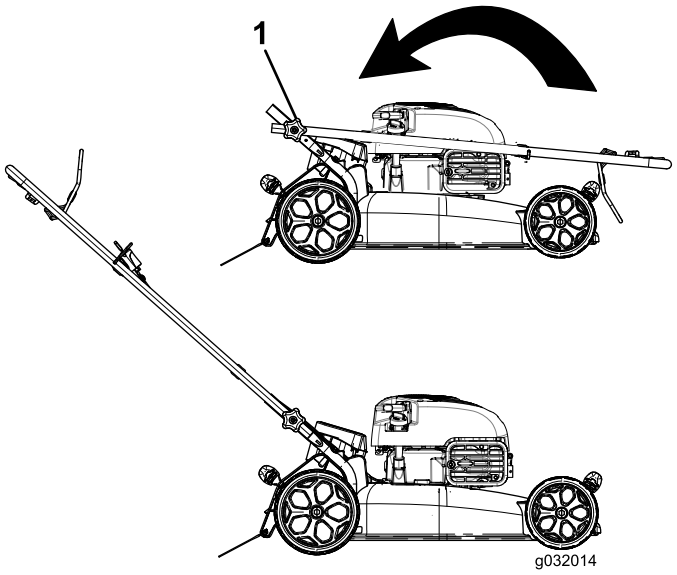

**Figur 4**
3. Flytta handtaget till arbetsläget (Figur 4).